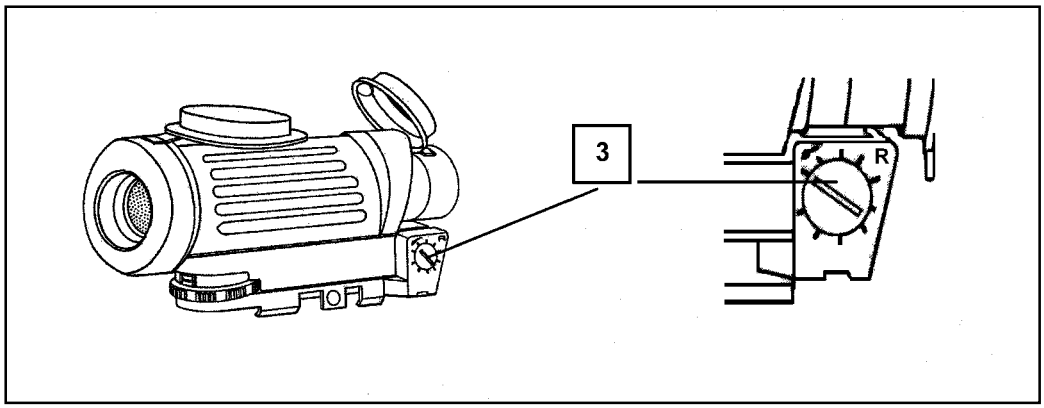

Figure G-35. Rotation of the windage adjustment screw.
b. **Windage Adjustment Screw**. The windage adjustment screw is used when zeroing the weapon. Turning the windage adjustment screw (3) clockwise one click moves the point of impact left 2.5 mm at 10 meters. Turning the windage adjustment screw (3) counterclockwise, one click moves the point of impact right 2.5 mm at 10 meters (Figure G-35).